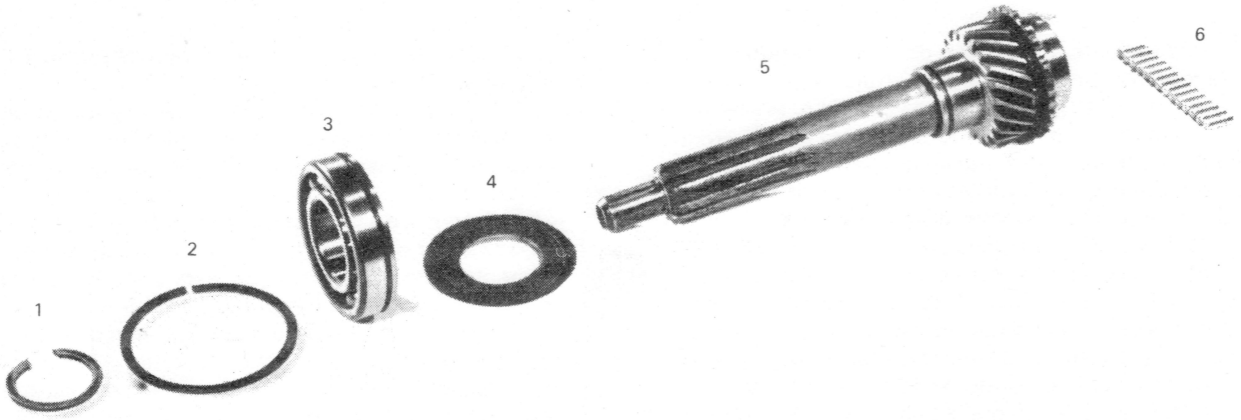
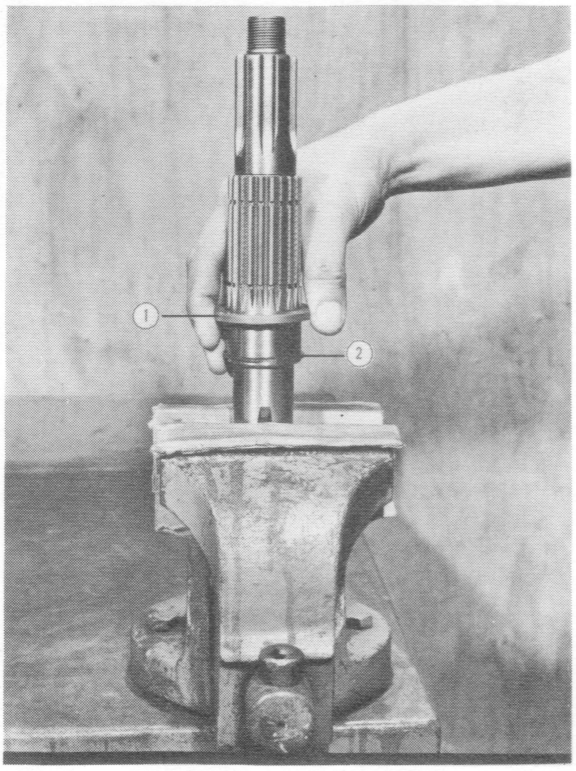

Fig. K-8 - Veio secundário
Fig. K-12 - Montagem do freio e da anilha de tôpo
c) Arme o conjunto sincronizador de segunda (veja a fig. K-8) instalando o cubo de primeira e segunda na engrenagem correspondente. Instale o freio na engrenagem. Instale o freio na engrenagem de primeira e segunda velocidades.
e) Comece a armar o conjunto do eixo secundário colocando-o num torno de bancada (com mordentes de chumbo) de modo que o extremo roscado do eixo fique para cima. Instale o freio e a anilha de tôpo no extremo dianteiro da posição de segunda velocidade. Veja fig. K-12. Coloque a anilha de tôpo com o lado côncavo para o lado do freio. Coloque um elástico em redor da superfície correspondente ao rolamento de segunda do eixo. Coloque os 34 roletes do rolamento, fig K-8, em redor do eixo. Coloque o espaçador sobre o eixo. Com o lado cónico da engrenagem de segunda para cima, deslize a engrenagem sobre o eixo o suficiente para manter no seu lugar os roletes do rolamento. Retire o elástico e deslize a engrenagem para baixo, sobre a anilha de tôpo. Coloque o freio traseiro, e uma anilha cónica sobre o lado cónico da engrenagem.